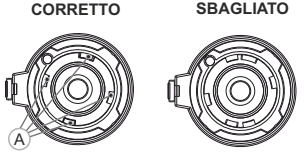

Fig.5
- Assicurarsi che i grani **(A)** dell'oculare per il visore applicabile si trovino sopra i loro incastri inferiori **(vedi Fig.5)**.